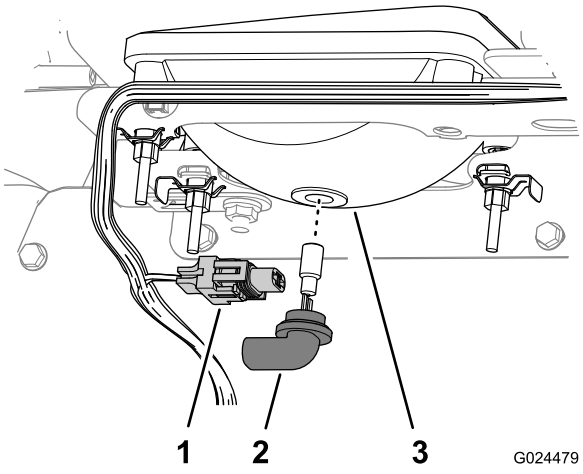

Figura 39
3. Scollegate il connettore elettrico del cablaggio dal connettore del gruppo luci sul retro del vano del faro(Figura 39).
4. Ruotate il gruppo luci di 1/4 giro in senso antiorario spostandolo indietro, fuori dalla sede del vano del faro (Figura 39).
5. Inserite il nuovo gruppo luci e il vano del faro e allineate le linguette nel gruppo luci alle fessure nel vano del faro (Figura 39).
6. Fissate il gruppo luci ruotandolo di 1/4 di giro in senso orario (Figura 39).
7. Collegate il connettore elettrico del cablaggio al connettore del nuovo gruppo luci (Figura 39).